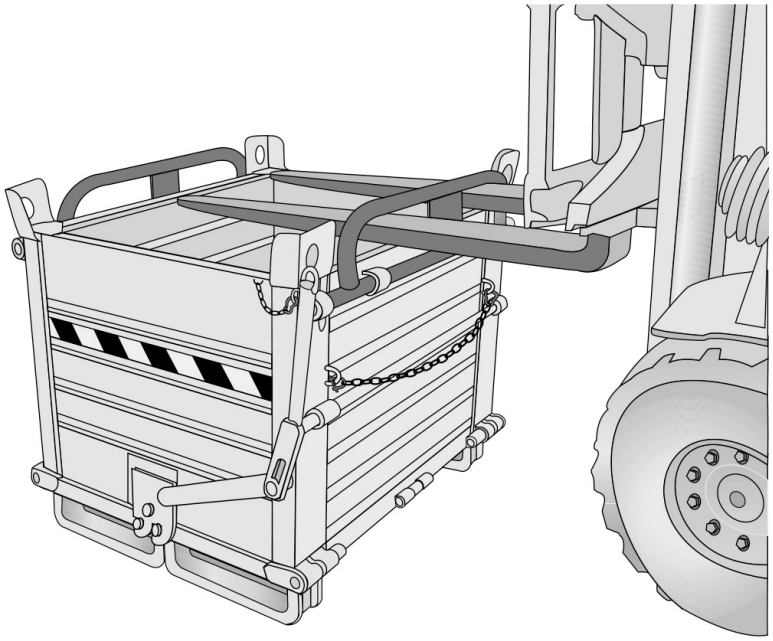

Bild 6.2.2
• 6.2.2 Positionieren Sie die Gabeln gleichzeitig in den Gabelgriffen, wobei die Aufrechthaltung der Hebevorrichtung des Trucks vertikal erfolgt. Falls erforderlich, justieren Sie den Übersetzer, um die Punkte für das Einführen der Gabeln zu zentrieren **(Bild 6.2.2)**.